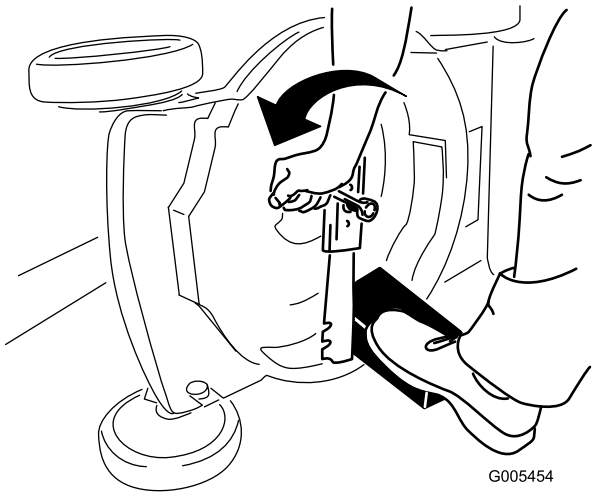

Figur 21
3. Håll kniven stilla med hjälp av en träkloss (Figur 21).
4. Ta bort kniven och spara alla monteringsdelar (Figur 21).